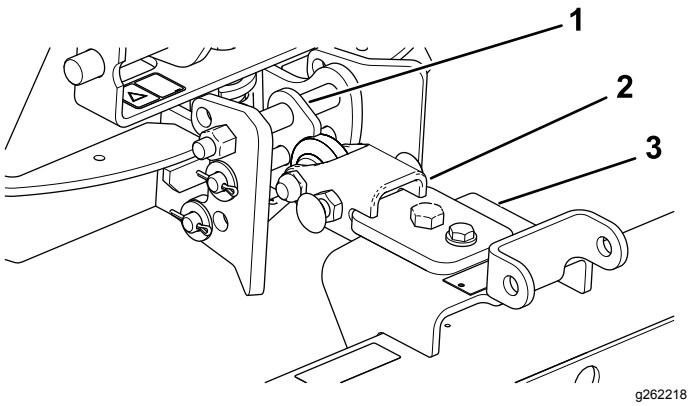

Figura 15
1. Montate il gruppo di attacco in modo che il lato angolato sia sopra (Figura 15).
2. Montate la barra di traino sul lato superiore del gruppo supporto (Figura 15).